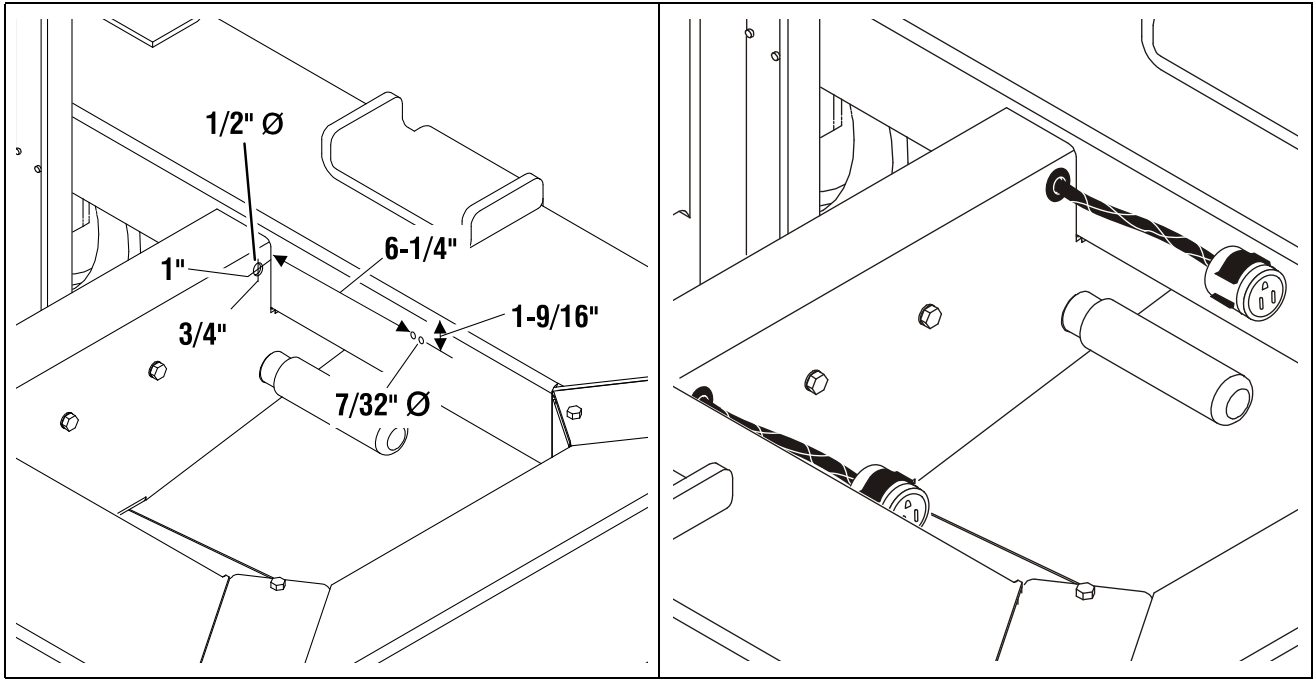
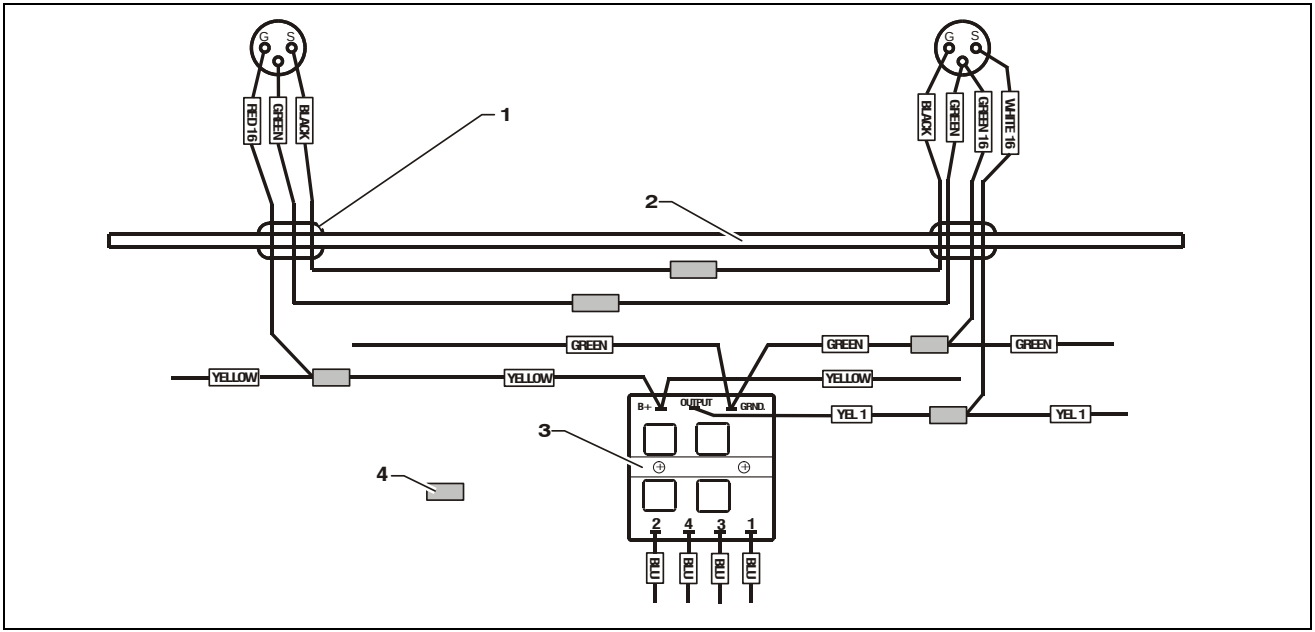

Figure 5-2. SE-Adapter - Wiring - Grommet & Spring Clip Mounting Hole Locations. (Same For Both Sides)
Figure 5-3. Straddle Adapter Wiring Harness to AM Wiring Connections.
3. Drill two (2) .219 diameter (7/32") holes per side for each spring clip see Figure 5-2.
4. Drill one (1) .50 diameter (1/2") hole, one (1) per side into the center frame crossmember for the wiring grommet **see Figure 5-2.**
5. Install the spring clips to the base frame at location of drilled holes, using two (2) #10-24 x .625 bolts and two (2) nuts and two (2) lock washers per spring clip.
8. Wire the adapter wiring harness ends together and to the interlock relay wires **as shown in Figure 5-3.**
9. Press the two (2) - three (3) prong connector ends into the spring clips mounted on the base frame.